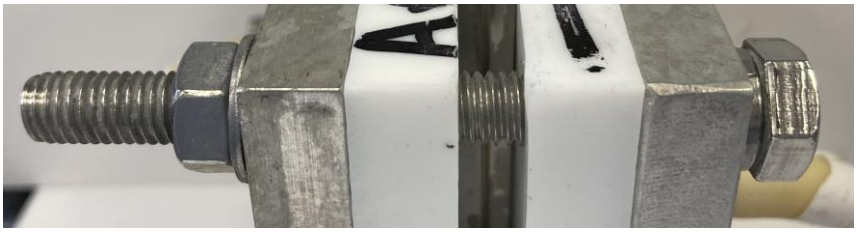

Fig. S1i. Placing a washer on the bolt head side and another washer on the nut side
5) Place washers on eight M8 (8 mm × 75 mm) hex bolts (fully threaded setscrew) and put them in position around the cell. At the end of each bolt, place another washer and a nut (Fig. S1i).